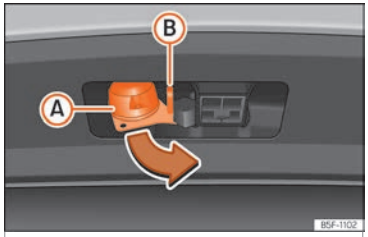

Fig. 190 Rodar o conector de 13 contactos
- Segure no conector pela zona Ⓐ e retire-o no sentido da seta ››› Fig. 190.
- Abra a tampa do conector Ⓐ e ligue o reboque ››› Fig. 190.
- Engate o cabo de retenção do reboque no olhal de segurança ››› Fig. 190 Ⓑ. Ao engatá-lo, o cabo de retenção deve **fletir** em todas as posições do reboque face ao veículo (curvas pronunciadas, marcha-atrás, etc.). »